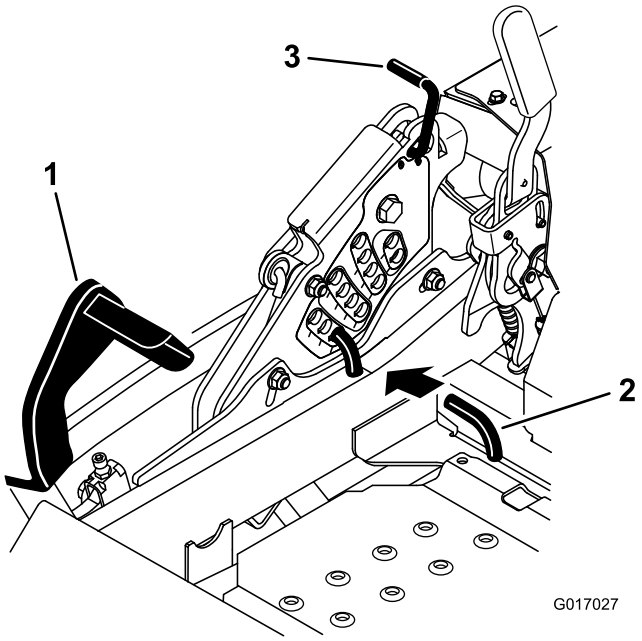

Figuur 27
2. Druk het voetpedaal in met uw voet en breng het maaidek omhoog tot de transportstand (de maaihoogtestand van 140 mm) (Figuur 27).
3. Om dit aan te passen, draait u de pen 90 graden en verwijdert u de pen uit de maaihoogtebeugel (Figuur 27).
4. Kies de opening in de maaihoogtebeugel die overeenkomt met de gewenste maaihoogtestand, en steek daarin de pen (Figuur 27).